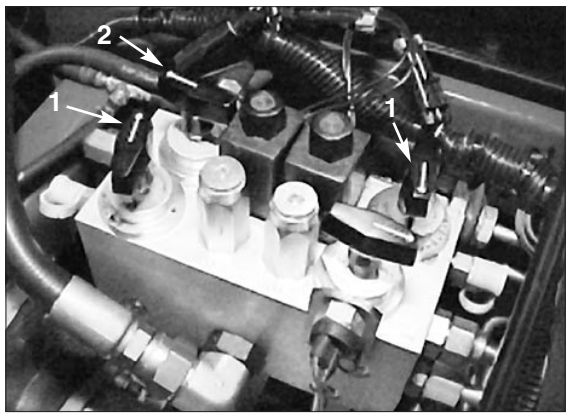

Figure 56
3. Locate the reel speed selector knobs and backlap knobs (Fig. 56). Rotate the desired backlap knob(s) to the backlap position and the desired reel speed selector knob(s) to position “1.”